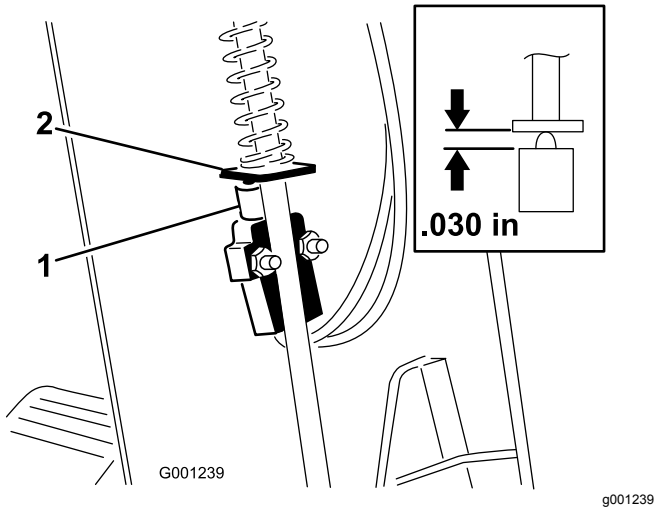

Figur 73
3. Skjut upp kåpan längs med styraxeln för att exponera parkeringsbromsbrytaren (Figur 73).
5. Rikta in parkeringsbromsspakens paddel med brytarkolven (Figur 73).
6. Tryck ned parkeringsbromsstången och tryck upp brytaren tills brytarkolvens sammanpressade längd är 0,7 mm, se Figur 73.